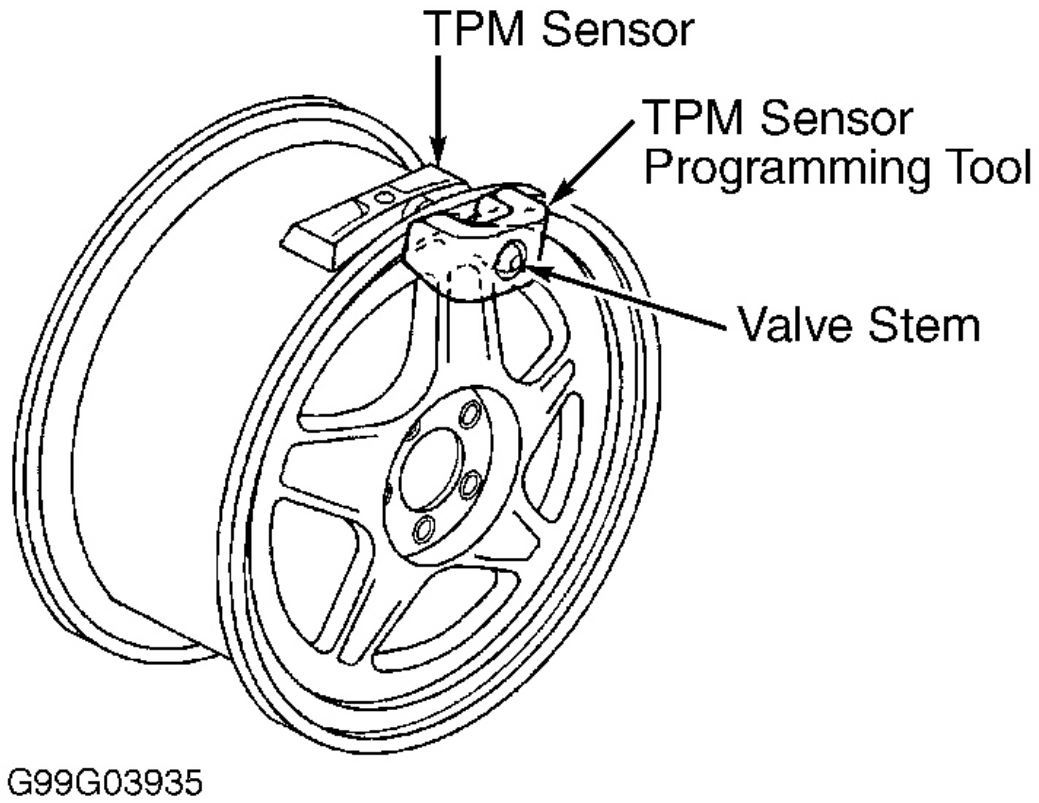

Fig. 5: Programming TPM Sensors
3. Install TPM Sensor Programming Tool (J 41760) over left front wheel valve stem. See **Fig. 5** . Vehicle horn will sound, indicating TPM sensor is programmed. Proceed to next TPM sensor as directed by IPC messages. Sensor programming sequence is left front tire, right front tire, right rear tire then left rear tire.